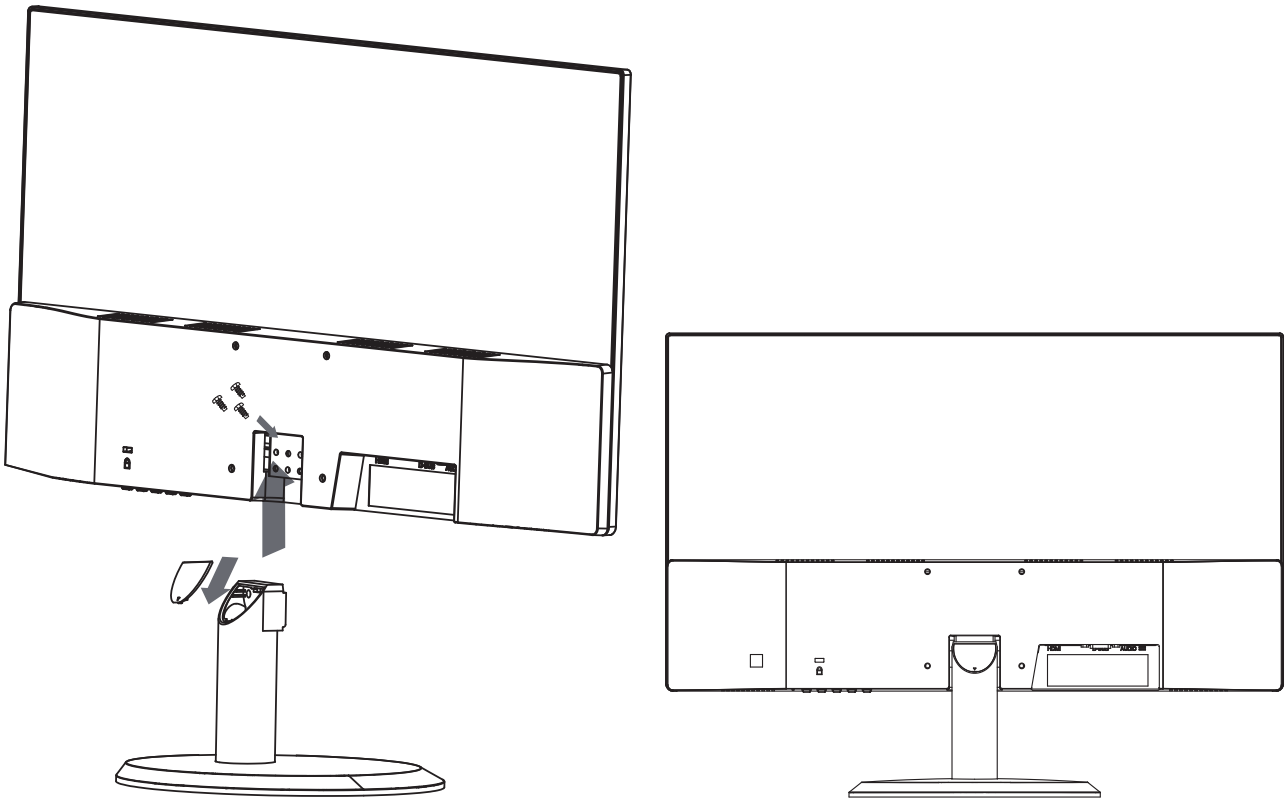

Рисунок 4.3 – Монтаж
3. При помощи винтов и отвёртки из комплекта поставки закрепите стойку (Рисунок 4.3).
4. Установите декоративную заглушку на стойку (Рисунок 4.3).